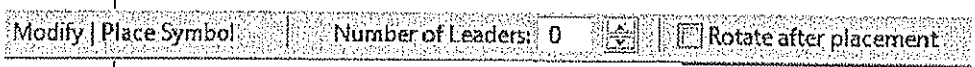

Figure 13–25
4. In the Options Bar, as shown in Figure 13–25, set the *Number of Leaders* and select the **Rotate after placement** option if you want to rotate the symbol as you insert it.